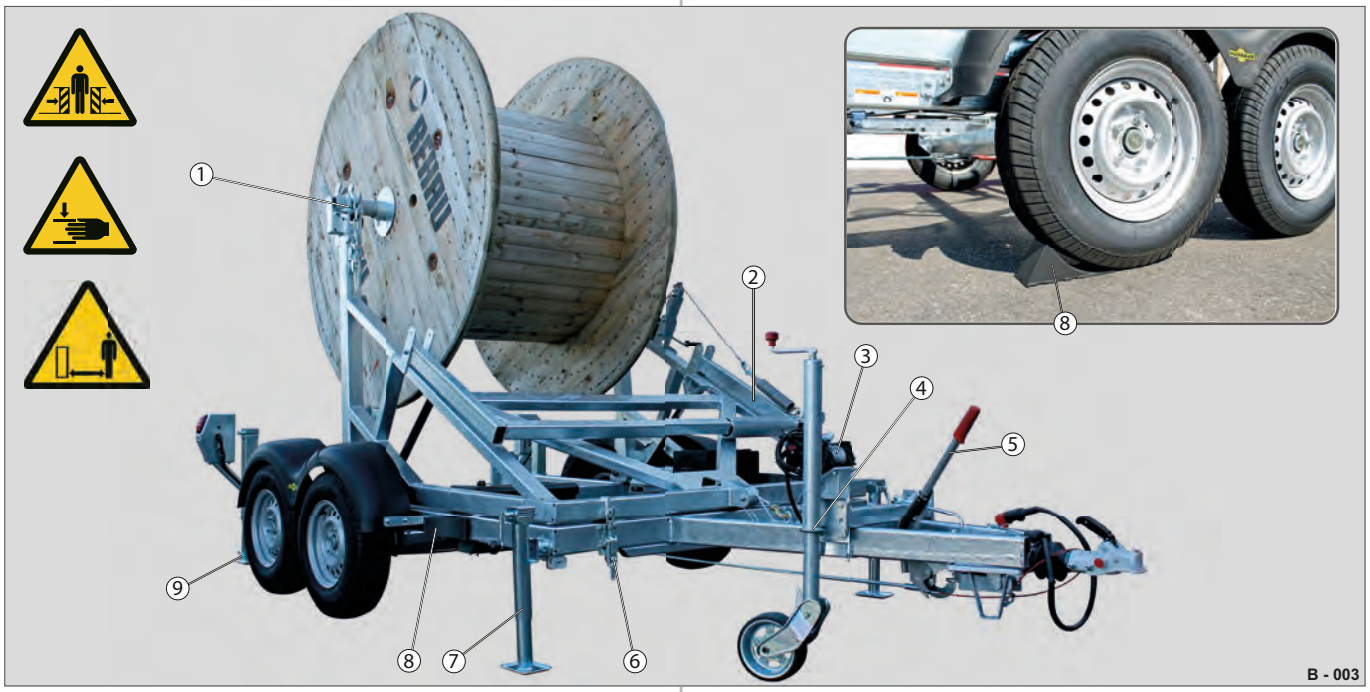

Fig. 3 Sikring af stativet/anhængeren
– Kabeltromlen er anbragt midt på transportakslen (Fig. 3 /1) og sikret ved hjælp af låsehåndtaget og excenterlukningen.
– Bremserammen (Fig. 3 /2) er klappet ned og fastgjort med rigelen.
– Kabeltromlestativet ligger an imod chassiset og er sikret ved hjælp af excenterlukningerne (Fig. 3 /6) i højre/venstre side.
– Støttebenene forrest (Fig. 3 /7) er svinget ned i støttestillingen og drejet ned til underlaget.
– Støttebenene bagest (Fig. 3 /9) er drejet helt ned.